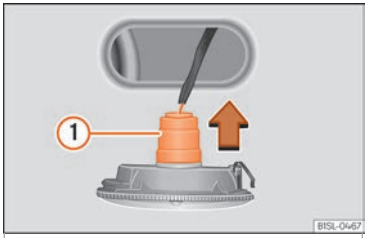

Fig. 94 Side turn light: bulb change.
3. Remove the bulb holder with the bulb in the direction of the arrow ››› Fig. 94 (1).